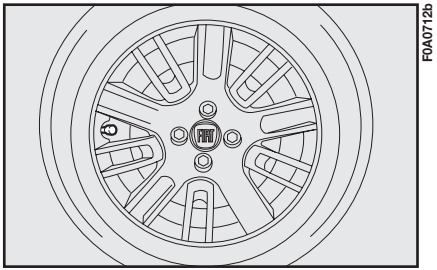

fig. 12
20) Pour les versions avec un enjoliveur de roue grande, le positionner en faisant coïncider le symbole **fig. 12** à la valve de gonflage et visser les quatre boulons indiqué au point **19)**.